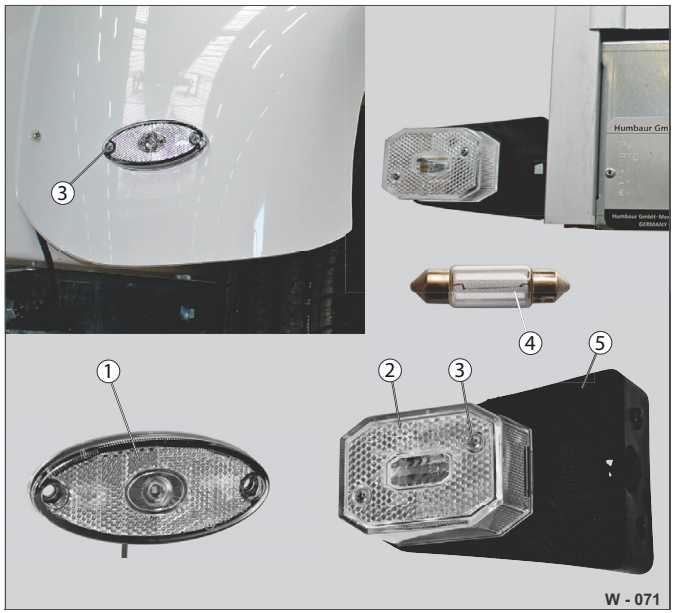

Abb. 73 Obrysové světlo / přední světlo
- ▶ Uvolněte šroubový spoj (Abb. 73/3) a sundejte krycí sklíčko (Abb. 73/2).
- ▶ Vyměňte žárovku Soffitte (Abb. 73/4).
- ▶ Upevněte krycí sklo na přídržné destičce (Abb. 73/5) šroubovým spojem – nedotahujte příliš pevně, dávejte pozor na směr.
- ▶ Vadná LED světla (Abb. 73/1) nechejte vyměnit ve specializované dílně.